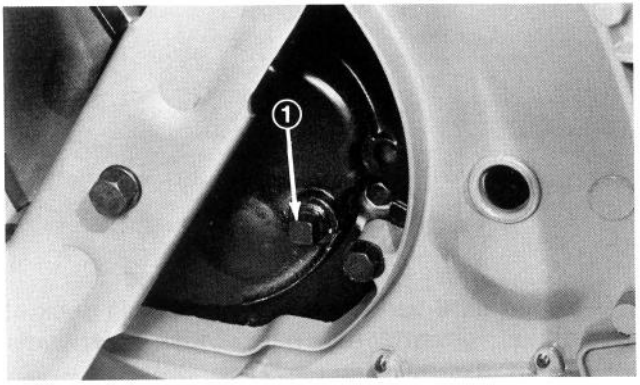

Afbeelding 27
2. Zet maaier op de rechterzijde (Afb. 27).